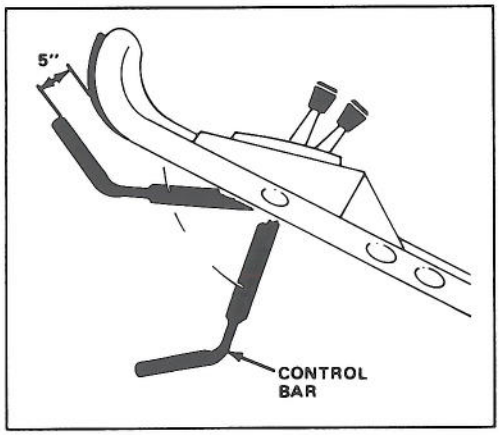

Figure 13
2. Push the control bar down to the lowest position (Fig. 13). This "latches" the mechanism prior to engaging the blade.
6. Push the control bar down to its lowest position, latching the mechanism (Fig. 13).
7. Slowly lift the control bar to a point where the bag just begins to inflate (about 5" below the handle) (Fig. 13) This indicates that the mower blade is engaged and has begun to rotate.